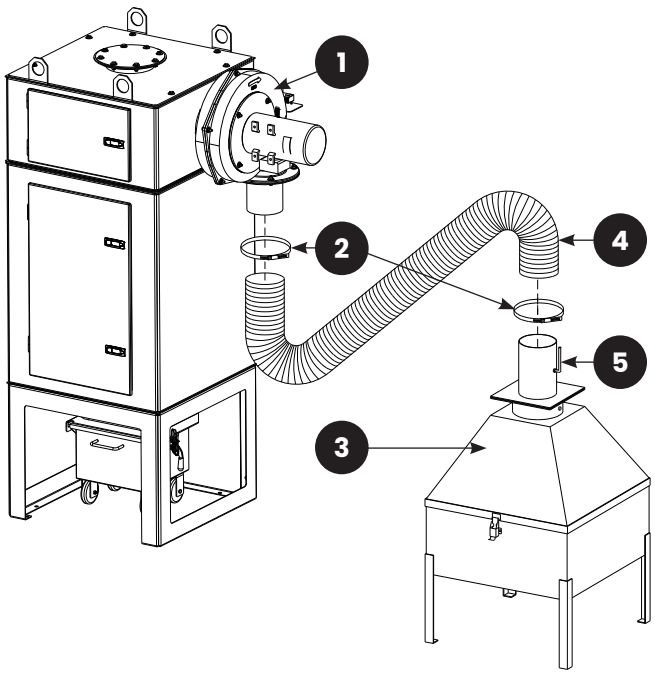

FIGURE 10: (1) Exhauster; (2) Hose Clamp; (3) HEPA Enclosure; (4) Flex Hose; (5) Damper
4.1 | Floor Standing HEPA Filter — Figure 10